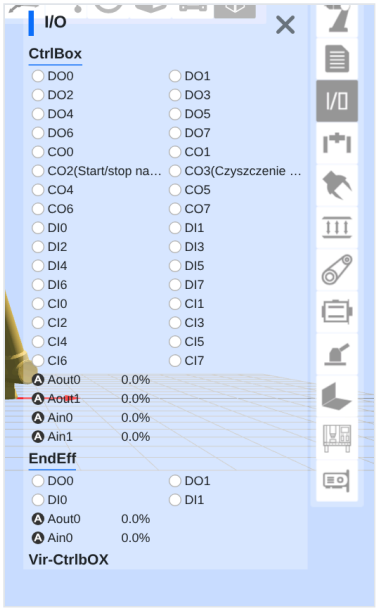

Rys. 17. Podgląd I/O na prawym pasku.
- **Podgląd:** ikona **I/O** na prawym pasku okna 3D (rys. 17). Wejścia i wyjścia cyfrowe mają kropki, które zmieniają kolor (zielony albo biały) razem ze stanem; przy analogowych widać wartość w % (100 % = 10 V). Naciśnij przycisk albo przełącz wyjście i sprawdź, czy kropka zmienia kolor.